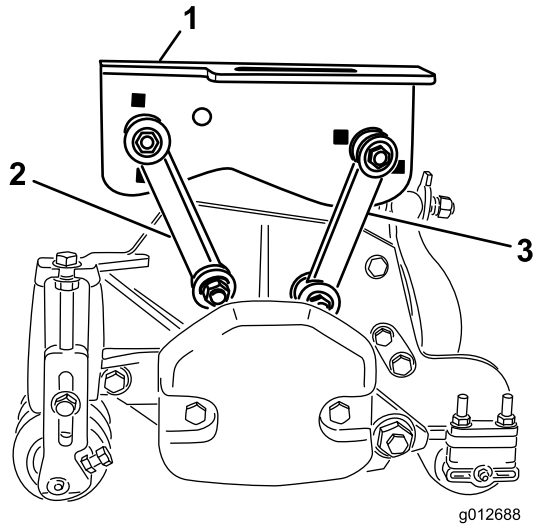

Figura 17
- Sujete los acoplamientos de montaje delanteros a los taladros centrales de los bastidores de tiro con un perno (3/8 x 2-1/4 pulg), 2 arandelas planas y una contratuerca, según se muestra en Figura 17. Coloque una arandela en cada lado del acoplamiento al montarlo. Apriete los herrajes a 42 Nm.
- Sujete los acoplamientos de montaje traseros a los taladros centrales de los bastidores de tiro con un perno (3/8 x 2-1/4 pulg), 2 arandelas planas y una contratuerca, según se muestra en Figura 17. Coloque una arandela en cada lado del acoplamiento al montarlo. Apriete los herrajes a 42 Nm.